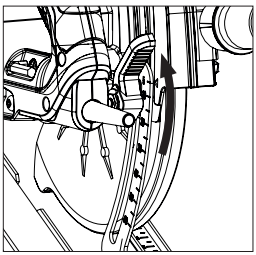

Fig. 10
- Afloje el mecanismo de bloqueo del ajuste de profundidad tirando de la palanca de funcionamiento hacia arriba. **(Fig. 10)**